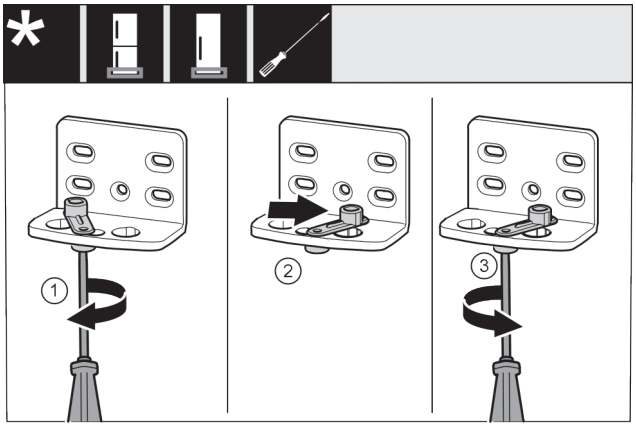

Fig. 19
- ▶ Schraube *Fig. 19 (1)* mit Schraubendreher lose schrauben.
- ▶ Türschließhilfe *Fig. 19 (2)* anheben und um 90° nach rechts in Bohrung drehen.
- ▶ Schraube *Fig. 19 (3)* mit Schraubendreher festschrauben.